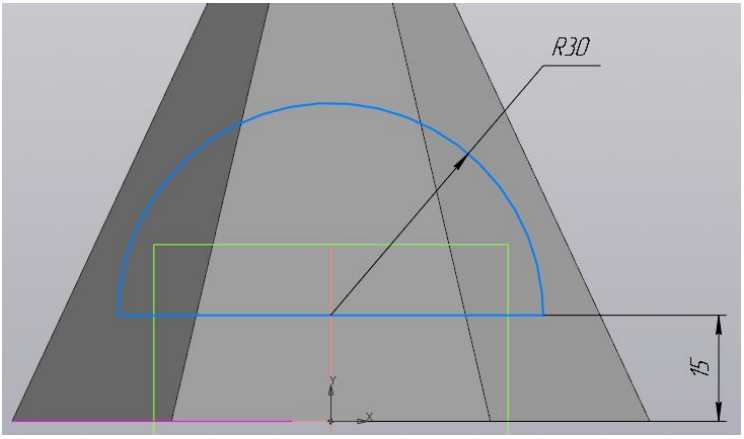

Рис. 8.19
7) Выберите ***Плоскость ZX***. Постройте эскиз полуокружности по размерам, указанным на рис. 8.19. Полуокружность постройте инструментом ***Дуга*** , способ построения по центру и двум точкам, задайте значение радиуса. Постройте горизонтальный отрезок, соединив точки дуги.